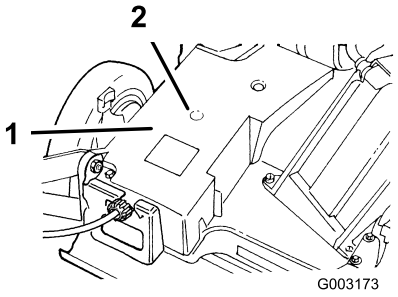

Figura 21
2. Montate un ingrassatore a pressione sul raccordo di ingrassaggio nell'apertura del copricinghia (Figura 21).